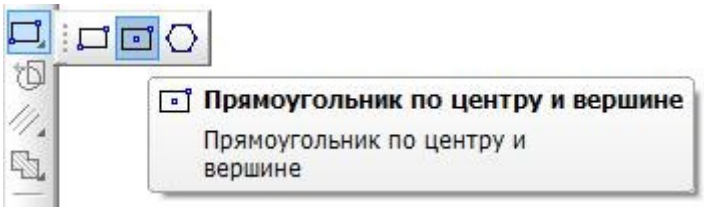

Рис. 3
7.вызовите **Панель расширенных команд** кнопки **Прямоугольник** и выберите **по центру и вершине** (рис. 3);